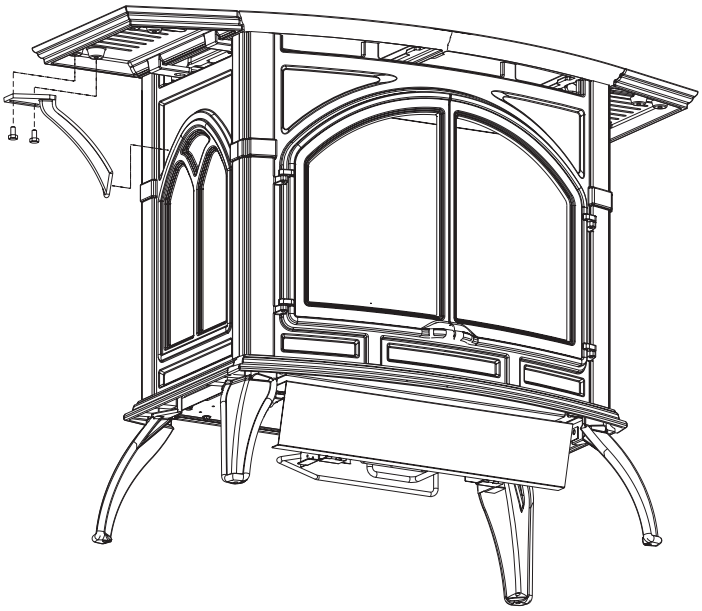

Figure 35
8. Attach side shelf supports one at a time, using two ¼-20 hex head bolts per support, sliding support flush to casting before fully tightening bolts as shown in Figure 35.